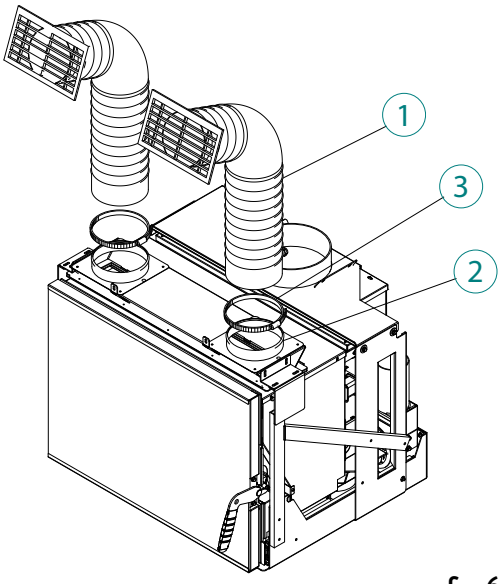

fig. 6.3.2
Asegure el tubo (1) a las boquillas (2) utilizando las abrazaderas (3) (fig. 6.3.2).